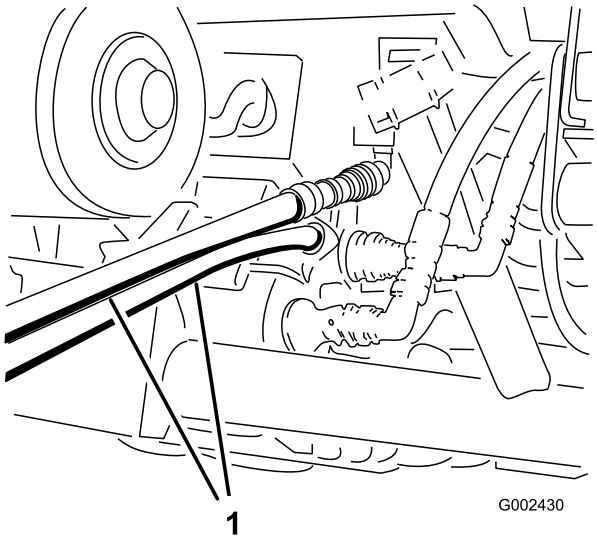

Figur 94
4. På den anden maskine: Forbind de to slanger med koblingen, der stadig sidder i koblingsholderen (forbind topslangen med topkoblingen og bundslangen med bundkoblingen) (Figur 94).